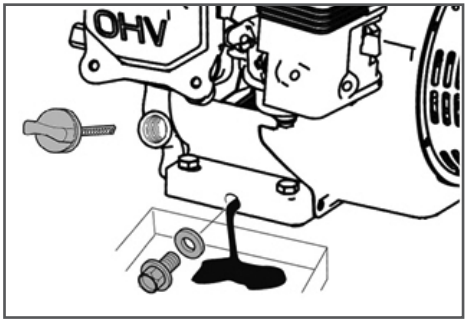

Рис. 13 Замена масла в двигателе
5. Выкрутите болт отверстия для слива масла и слейте отработанное масло в подготовленную для этого емкость (Рис. 13), после чего закрутите болт.